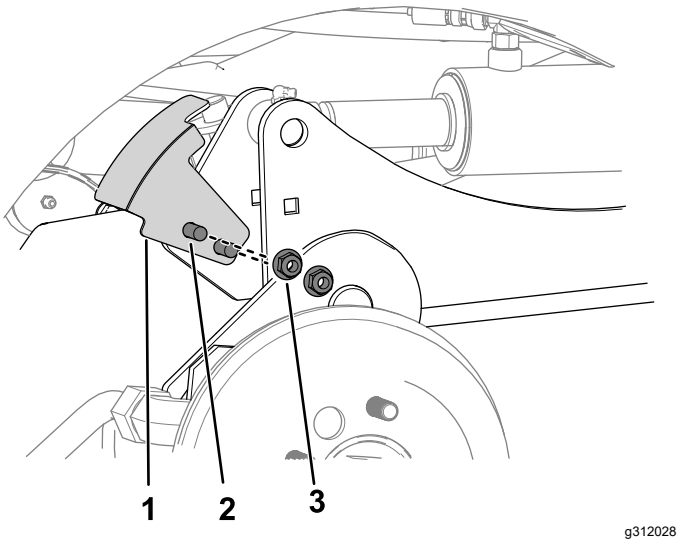

**Figura 8**
5. Utilizzate 2 bulloni a testa tonda e 2 dadi (⅜") per fissare la staffa del sensore al braccio di sollevamento destro (Figura 8).